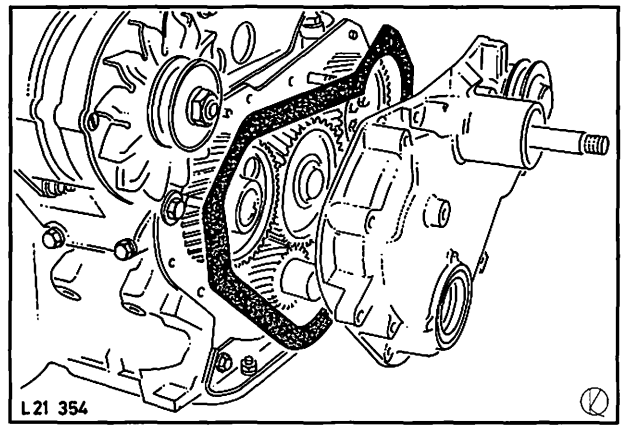

Abb. 96 Stirnraddeckel mit neuer Dichtung anschrauben
8. Stirnraddeckel mit neuer Dichtung an Zwischenblech anschrauben und Schrauben – Einspritzpumpe befestigen, Abb. 96.